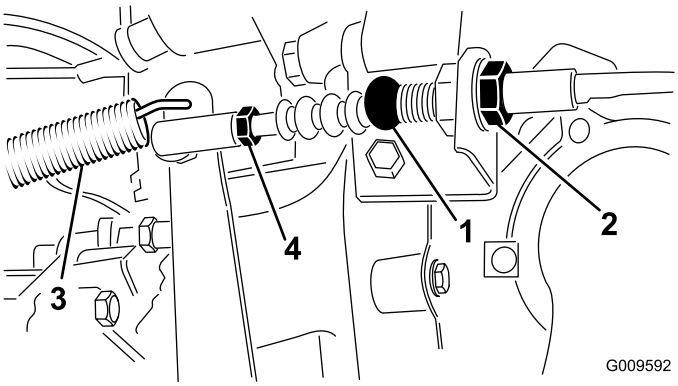

Figur 65
1. Løsne på låsemutterne som fester clutchkabelen til braketten på klokkehuset (Figur 65).